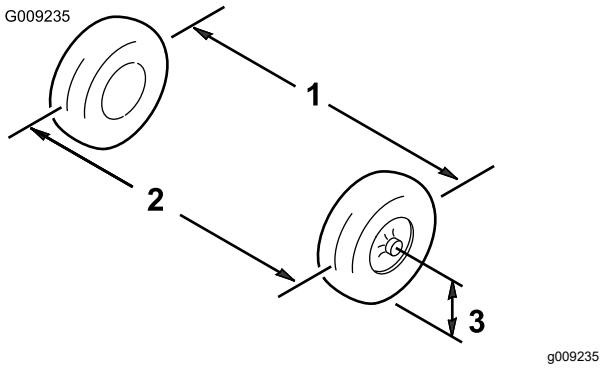

Bild 46
1. Messen Sie den Abstand zwischen beiden Vorderreifen auf Achshöhe (an der Vorder- und Rückseite der Vorderreifen) (Bild 46).